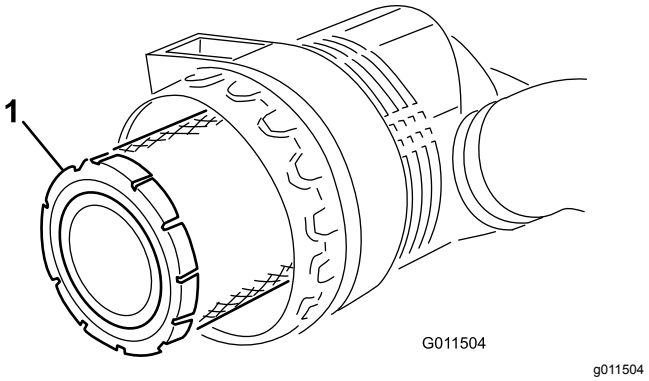
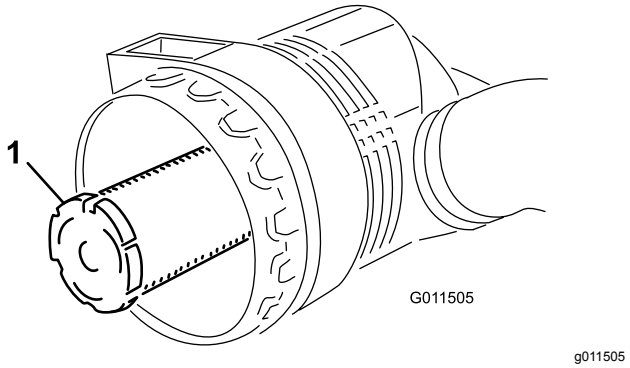

**Figur 71**
**Figur 72**
3. Fjern primærfilteret (Figur 71). Det anbefales ikke at rengøre det brugte filter på grund af risikoen for at beskadige filtermediet. Efterse det nye filter for forsendelsesskader, og kontroller filterets forseglingsende og selve filterelementet. Benyt ikke et beskadiget filter. Fjern **ikke** sikkerhedsfilteret (Figur 72).
***Vigtigt:*** **Forsøg aldrig at rense sikkerhedsfilteret (Figur 72). Udskift sikkerhedsfilteret med et nyt efter hvert tredje primærfiltereftersyn.**
4. Udskift primærfilteret (Figur 71).